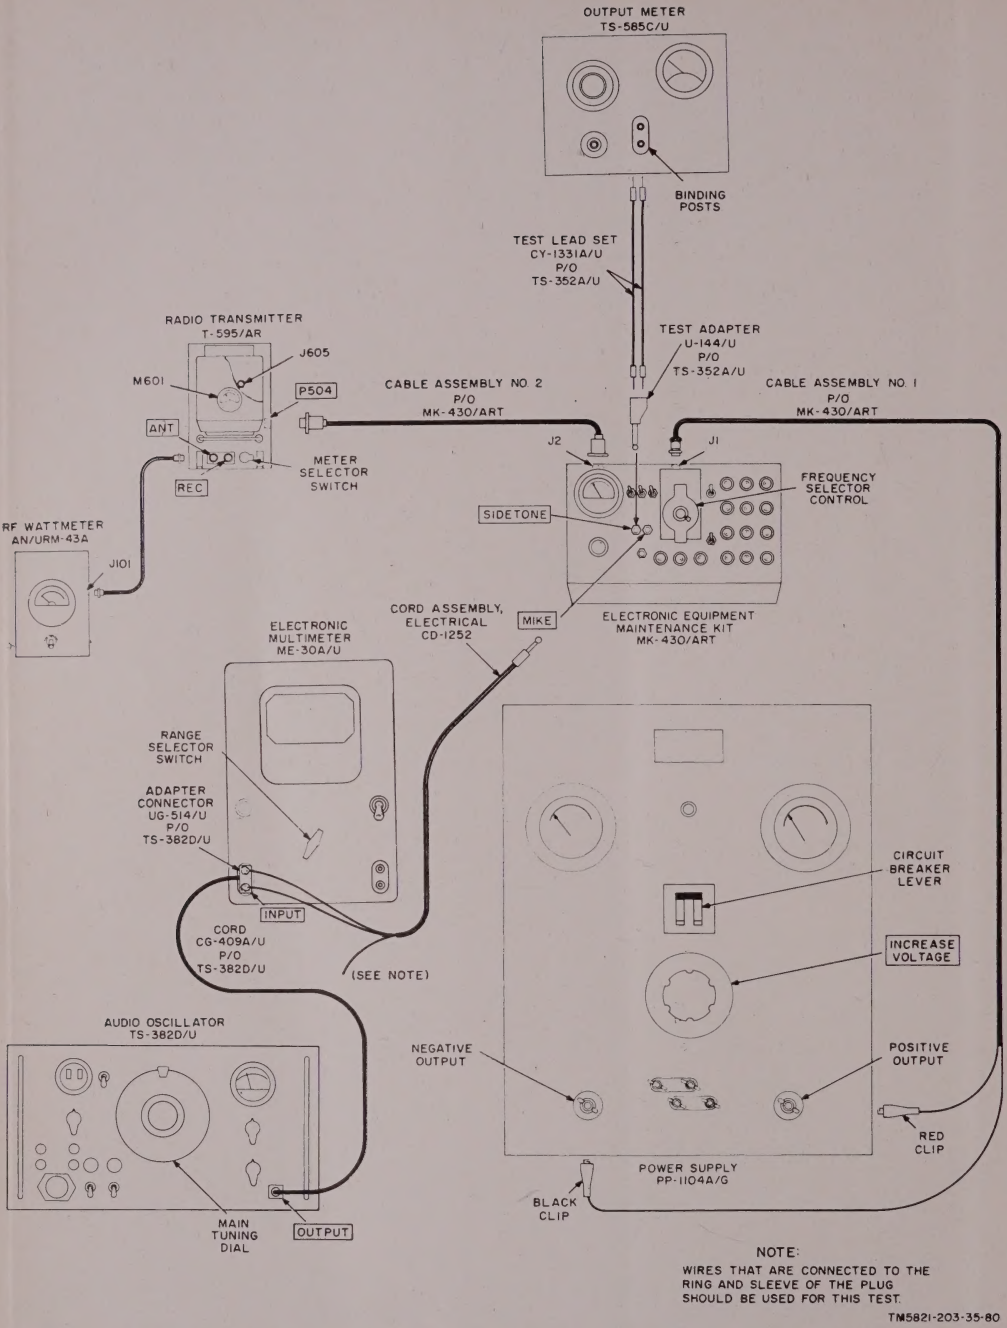

Figure 62. Sidetone tests connections.
b. Test Connections and/or Conditions. Connect the equipment as shown in figure 62.